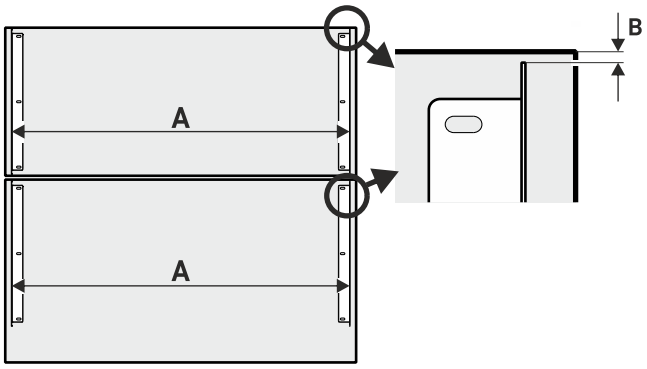

Fig. 42
▶ Monter l'équerre de fixation sous prise en compte de la distance *Fig. 42 (A)* et de la distance *Fig. 42 (B)*.